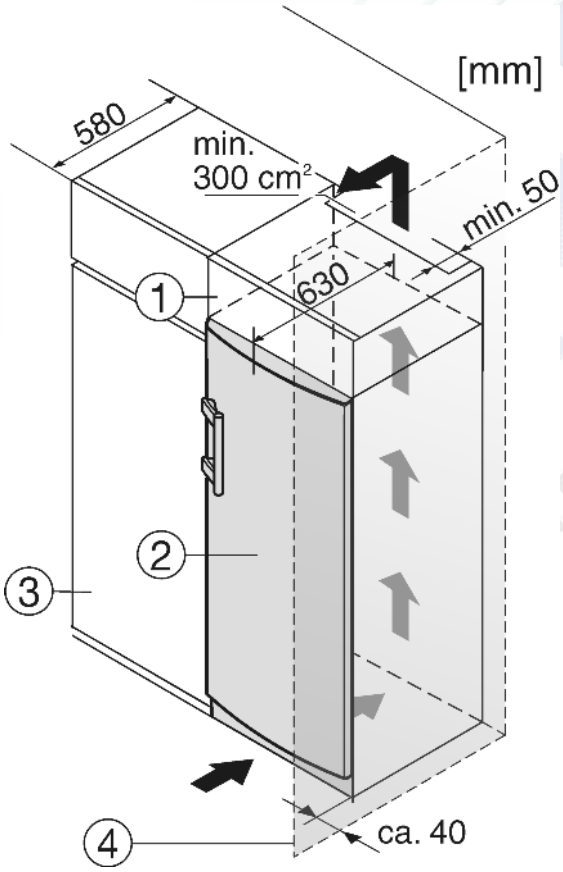

Fig. 8
(1) Дополнительный шкафчик
(2) Устройство
(3) Кухонный шкаф
(4) Стенка
При комбинировании с обычными кухонными шкафами (глубина макс. 580 мм) устройство можно установить непосредственно рядом с кухонным шкафом *Fig. 8 (3)*. Дверь устройства выступает по сторонам на 34 мм и по центру устройства на 50 мм относительно передней стенки кухонного шкафа. Поэтому ее можно свободно открывать и закрывать.
Если устройство установлено на шарнирах у стены *Fig. 8 (4)*, то расстояние между устройством и стеной должно быть не менее 40 мм. Настолько выступает ручка при открытой дверце.